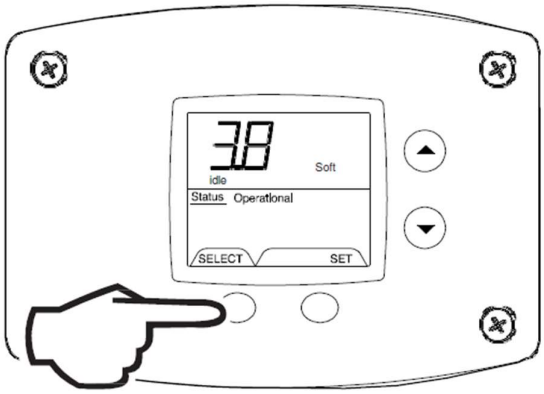

Fig. 44
7. Software Version (Display only) (Fig. 44).